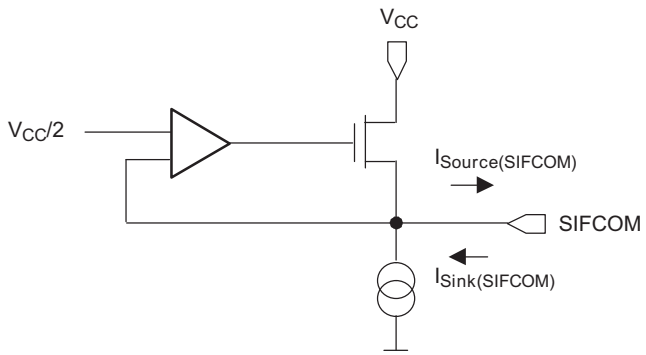

Figure 20. P6.x/SIFCHx Timing, SIFCHx Function Selected
(1) The sink and source currents are a function of the voltage at the pin SIFCOM. The maximum currents are reached if SIFCOM is shorted to GND or V_{CC}. Due to the topology of the output section (see Figure 20) the V_{CC}/2 generator can source relatively large currents but can sink only small currents.